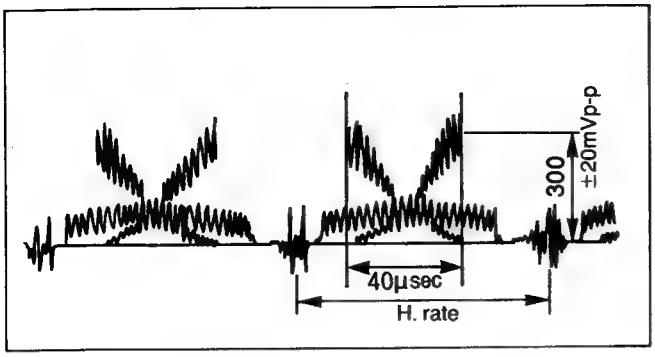

Fig. C11
(1) Aim the camera at the gray scale chart.
(2) Connect the scope to TP2 and trigger with Pin 12 of B302 (H–Rate).
(3) Adjust the Camera Unit to obtain 40usec as shown in Fig. C11.
(4) Adjust the AGC Control (VR304) so that the signal level is 0.30V +– 0.02Vp–p.